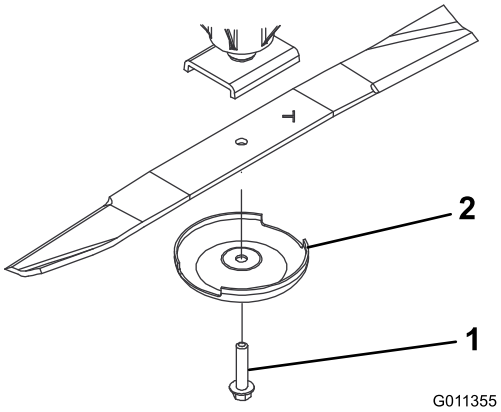

Figur 68
2. Hold enden av kniven med en fille eller en tykk hanske. Fjern knivbolten, antiskalperingsvernet og kniven fra spindelakselen (Figur 68).
3. Monter kniv, med vingen mot klippeenheten, med antiskalperingskopp og knivbolt (Figur 68). Trekk til knivbolten med et moment på 115–149 N-m.